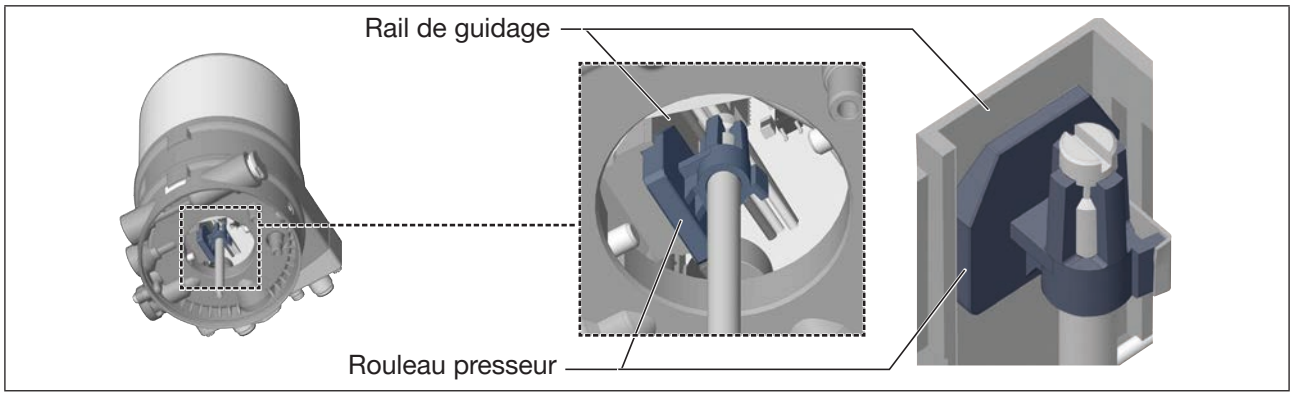

Figure 16 : Alignement du rouleau presseur
2. Le rouleau presseur de l'actionneur par rapport au rail de guidage du type 8692/8693 (voir « Figure 16 »)